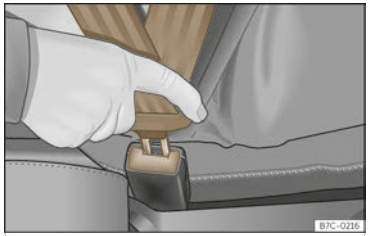

Fig. 23 Insert the latch plate of the seat belt into the buckle.
- Insert the buckle plate in the buckle of the correct seat ››› **Fig. 23**.